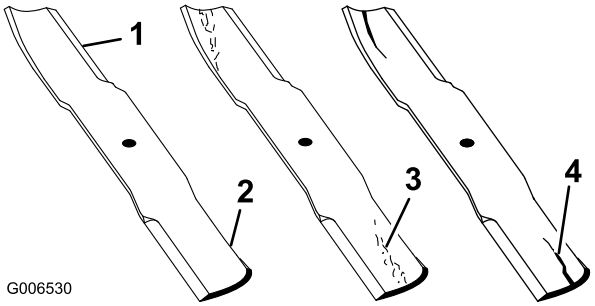

Figuur 84
1. Controleer de snijranden (Figuur 84). Als de snijranden niet scherp zijn of inkepingen vertonen, moet u de messen verwijderen en deze slijpen. Zie De maaimessen slijpen (bladz. 64).
2. Controleer de messen, met name het gebogen deel (Figuur 84). Als u beschadiging, slijtage of groefvorming in dit deel constateert (Figuur 84), moet u het mes direct vervangen.